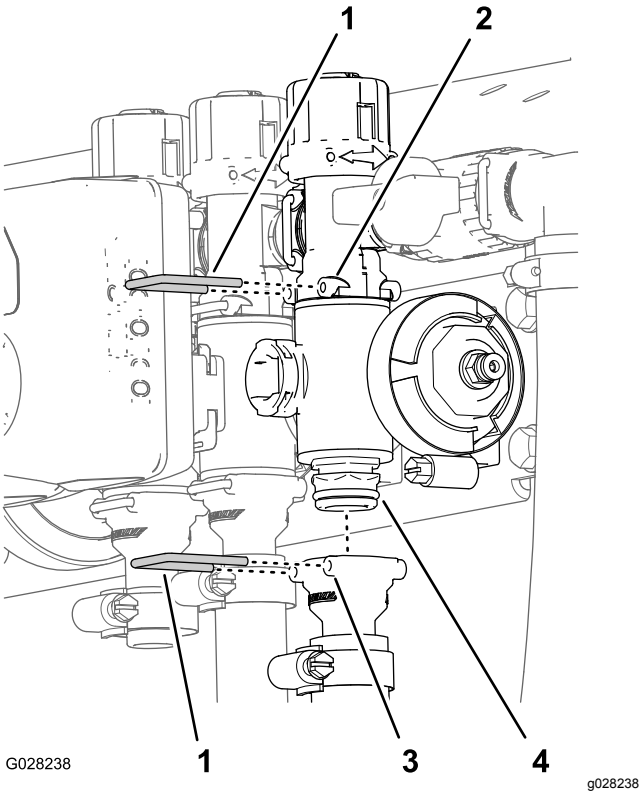

Figuur 117
2. Verwijder de borgclips waarmee de uitgaande fitting is bevestigd aan de verdelerklep van de spuitbomen en de borgclips waarmee de verdeler aan de omloopfitting is bevestigd (Figuur 117).